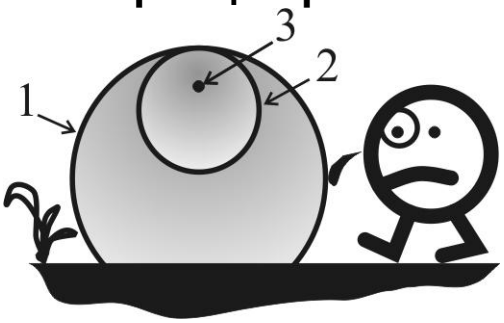

Рис. 6.1
6.1.2 Ширина ЗО («1», «2» см. рис. 6.1) регулируется в пределах 0,3…2 м («3» – ВП). Необходимо помнить, что при больших размерах сечения ЗО, в нее могут попасть, качающиеся под действием ветра, растительность и другие влагосодержащие или электропроводные предметы.